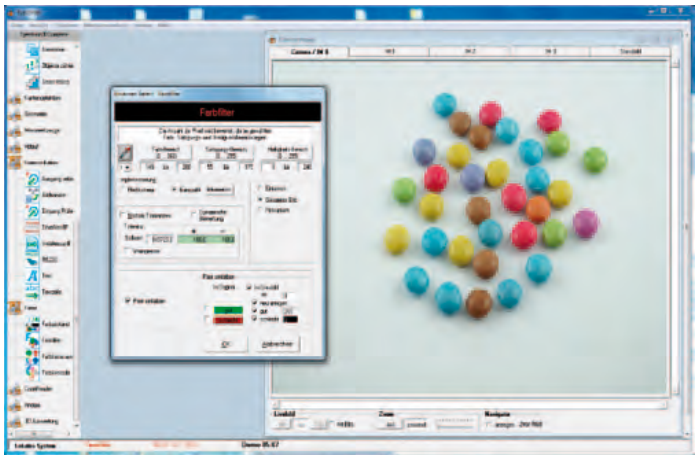

Bild 2: Anwendung eines Schwellwertverfahrens durch Farbfilter
Auch zum Zählen von bunten Schokoladelinsen – Smarties – kann der Blob-Befehl eingesetzt werden. In Bild 2 bis 5 wird gezeigt, wie die EyeVision Software mit dem Farbfilter nur die blauen Smarties erkennt und mit dem Blob-Befehl gezählt werden. Im Groben kann eine Lösung mit einer Blob-Analyse wie folgt aussehen:
1. Extraktion: im ersten Schritt wird ein Schwellwertverfahren am Bild angewendet, um einen Bereich entsprechend der Objekte (oder dem Objekt) die inspiziert werden müssen, zu erhalten. In Bild 2 ist zu sehen wie der Farbfilter-Befehl angewendet wird um nur die blauen Smarties zu finden.
2. Verfeinerung: der durch die Extraktion erhaltene Bereich ist oftmals durch kleine Fehler am Bild wie z. B. Bildrauschen oder fehlerhafte Beleuchtung, beeinträchtigt. Dies kann durch den Schritt der Verfeinerung behoben werden. Bild 2 zeigt die voneinander und gegen den Hintergrund gut abgegrenzte Bildbereiche.